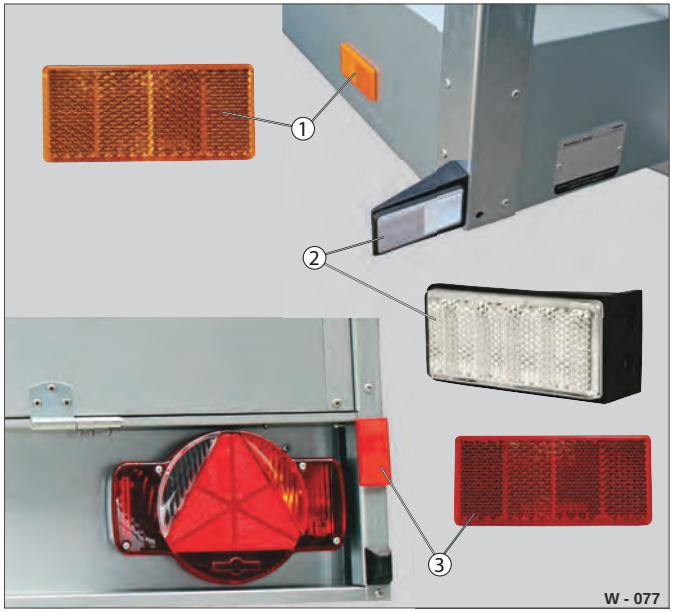

Fig. 78 Reflekser / reflektorer
- ▶ Frigør en defekt reflektor (Fig. 78 /1, 2,3) fra overfladen.